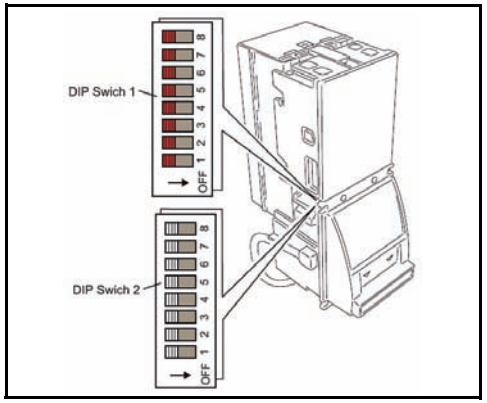

Figure 6 DBV-30X DIP Switch Locations
12. On the left side of the DBV-30X, locate DIP Switch #1. On later model DBVs, DIP Switch #1 will be Red in color. On earlier model DBVs, DIP Switch #1 will be the larger of the two White DIP Switches. In both cases however, DIP Switch #1 is located directly above DIP Switch #2. Refer to Figure 6 if needed to identify the proper DIP Switch locations.